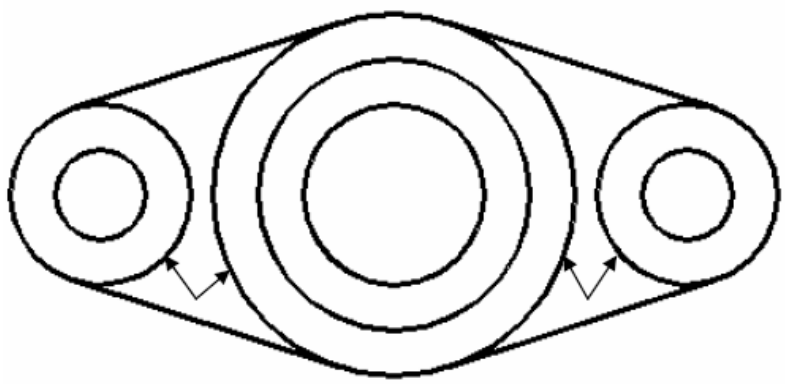

Рис.6
Изображение на дисплее должно соответствовать рис. 6.
- Выберите части окружностей, отмеченные на рис. 6 стрелками. Нажмите *Enter*, чтобы закончить выбор объектов.